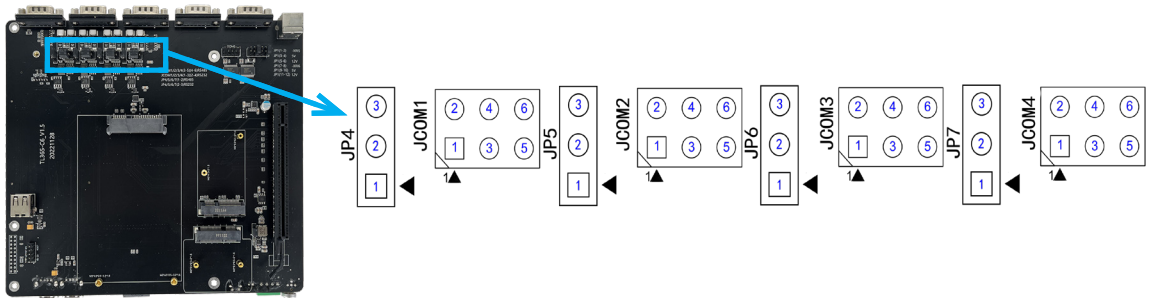

图 2.2 IO 板上 JP4-JP7/ JCOM1-JCOM4 跳线位置
- 找到跳线 JP4~JP7 和 JCOM1-JCOM4，DB9 连接器附近有四组针脚（如图 2.2）。